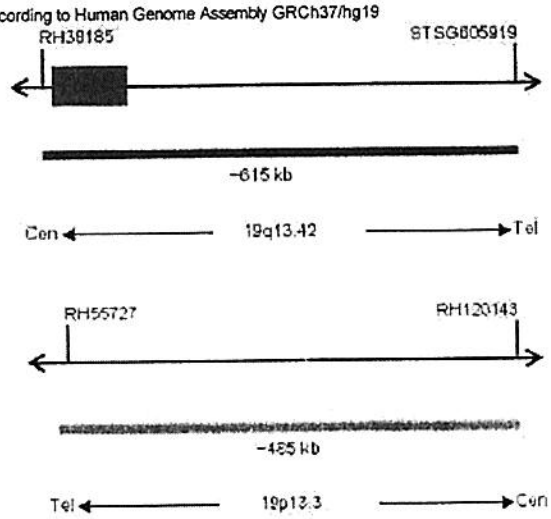

Fig. 1: Arriba: Mapa de Sonda SPEC C19MC; Abajo: Mapa de sonda 19p13 (no a escala)
- Polinucleótidos marcados con ZyGreen (excitación 503 nm/emisión 528 nm) (~10.0 ng/µl), cuyas secuencias diana mapean en 19q13.42* (chr19:54,156,239-54,768,983) localizado en el locus C19MC (ver Fig. 1).
- Polinucleótidos marcados con ZyOrange (excitación 547 nm /emisión at 572 nm)(~4.5 ng/µl cuyas secuencias diana mapean en 19p13.3* (chr19:658,555-1,144,465) (ver Fig. 1).